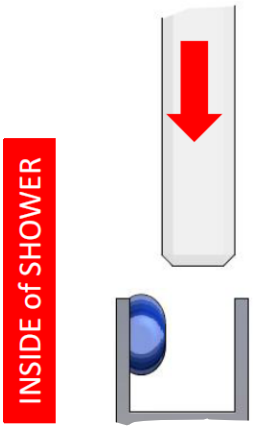
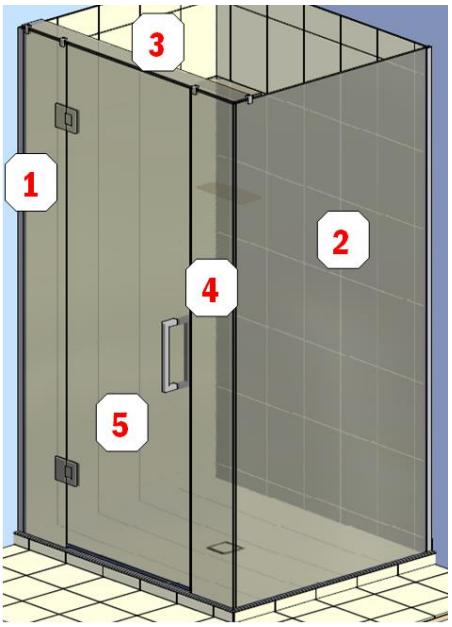

Fig 23
Fig 27
24. When panels are correctly aligned, remove Panel 1 - see fig 27, and run a thick line of silicone down inside wall of channel (fig23)
28. Repeat steps 24-26 with remaining panels in order as shown in fig27.
31. 'Glass to glass' joins only (fig27 panel 4). Apply a continuous bead of silicone up the edge of the 2nd panel. Carefully put panel back into channel and bring them together leaving a 1mm silicone line between the panels. Hold in place using masking tape or overhead support then clean up silicone (fig 29-34)